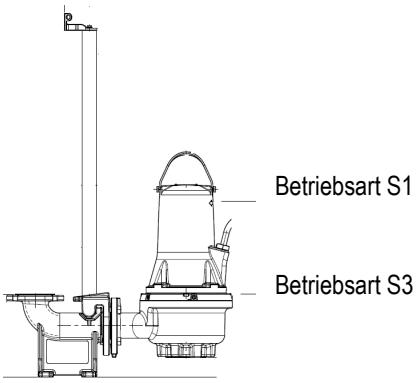

Abb. 2 Ausschaltniveaus
- **Betriebsart S1.** Die Pumpe muss immer bis zur Motoroberkante in das Fördermedium eingetaucht sein. Siehe Abb. 2.
- **Betriebsart S3** (Aussetzbetrieb), die Pumpe muss stets bis zum oberen Teil des Pumpenkörpers von der gepumpten Flüssigkeit bedeckt sein. Siehe Abb. 2 (nur für nicht explosionsgeschützten Versionen).